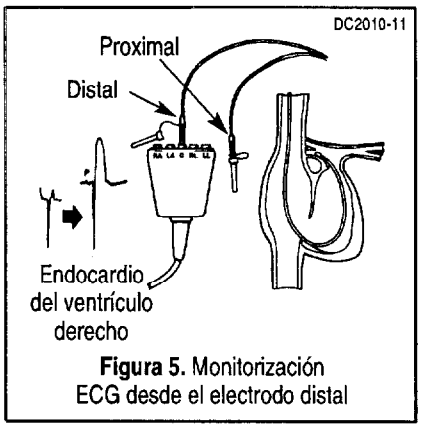

Figura 5. Monitorización ECG desde el electrodo distal
6. Conecte el electrodo distal a una derivación V de un electrocardiógrafo convenientemente aislado (Figura 5). Introduzca la sonda varios centímetros, bajo monitorización ECG continua, hasta que la elevación del segmento ST del ECG indique el contacto con el endocardio.